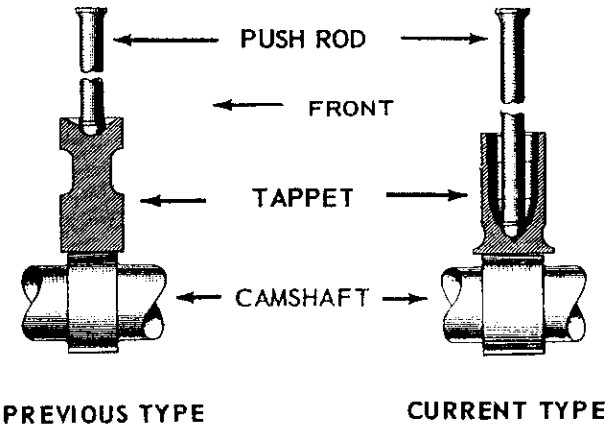

Fig. 71–Views showing previous and current types of push rods, tappets and camshafts for diesel engines.
75. On early production diesel engines, barrel type tappets were used; late production engines are equipped with semi-mushroom type tappets. Refer to Fig. 71. Tappet bore diameter in cylinder block is 0.990-0.991. Tappet diameter is 0.9887-0.9895; desired tappet to bore clearance is 0.0005-0.0023.